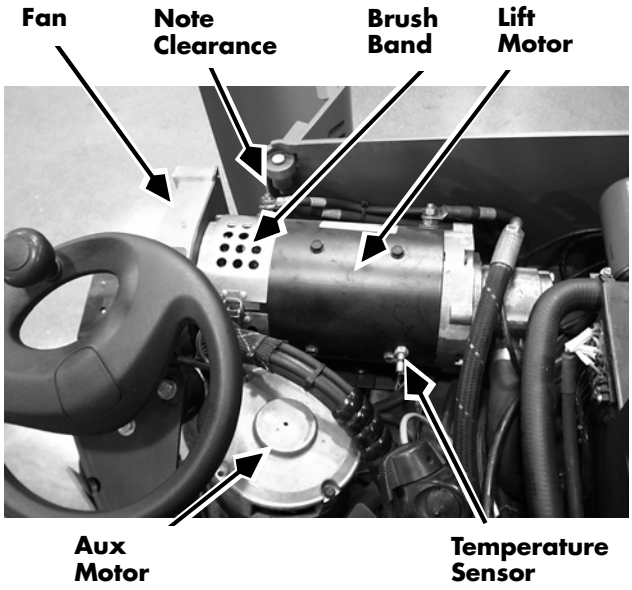

Figure 7-108: Lift Motor, Series DZ-A
3. Using a suitable hoist, position the lift motor on its bracket. **Ensure a minimum clearance of 0.25" (6 mm) between the power cable terminal stud and the upper hinge pin of the motor compartment door. See Figure 7-108 on page 7-133.**